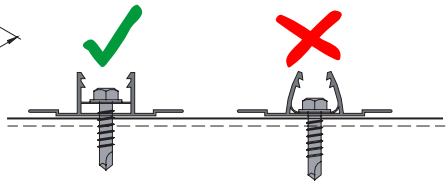

Рис.3
2. Внимание: при креплении профиля к несущей конструкции не перетягивайте болт, чтоб не повредить мембрану профиля. *Рис. 3.*
5. Подогнать размер листа сотового поликарбоната по расстоянию между профилями. *Рис 7.* При этом отрезать лист нужно вблизи внутреннего ребра жесткости листа, чтобы избежать нежелательного продавливания края листа. *Рис. 3*